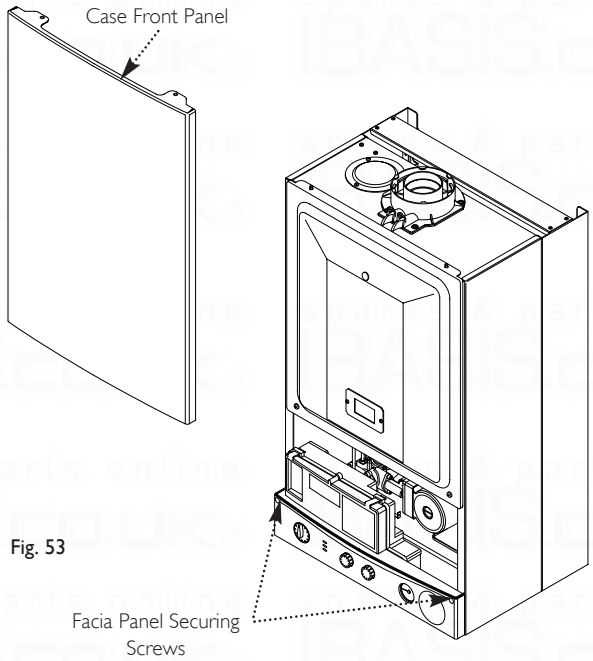

Fig. 53
5. Slacken the screws securing the facia panel. Lift the outercase panel so that its securing tabs are clear of the facia. Remove the panel (Fig. 53).